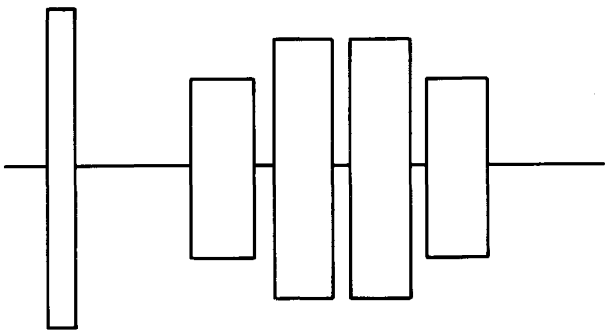

Fig. 5-3 Azimuth burst
3) Synchronise the probe of the oscilloscope by TP9 of PCB and connect another probe to TP1, and the probe ground to TP3, TP11 (ground). Set the input to AC, the vertical axis to 10 mV/DIV, and the horizontal axis to 0.5 msec/DIV. Make sure that the two outside burst waveforms are smaller than two inside burst waveforms as shown in Fig. 5-3.